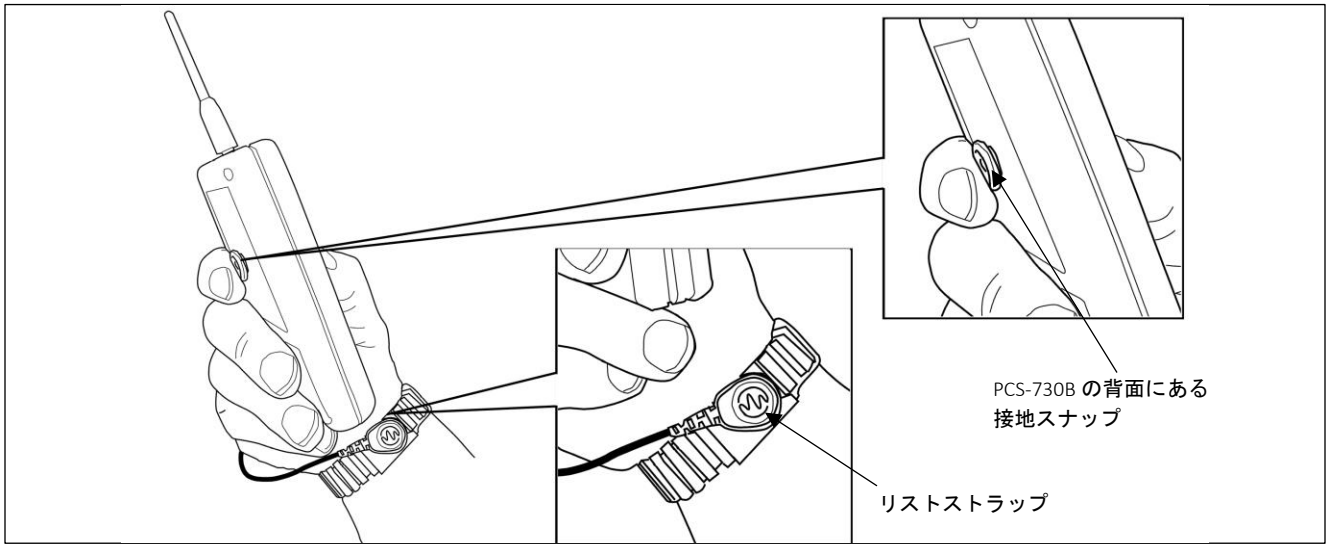

図 7. PCS-730B を使用するためのリストストラップ
7. 使用者の指が PCS-730B チャージャの背面にある金属製の接地スナップに接触した状態で（図 7）、-ボタンスイッチを押します（-1kV）。チャージ棒の先端を CPM-720B の上部プレートに直接触れ、CPM-720B を約-1.25kV±5%までチャージします。